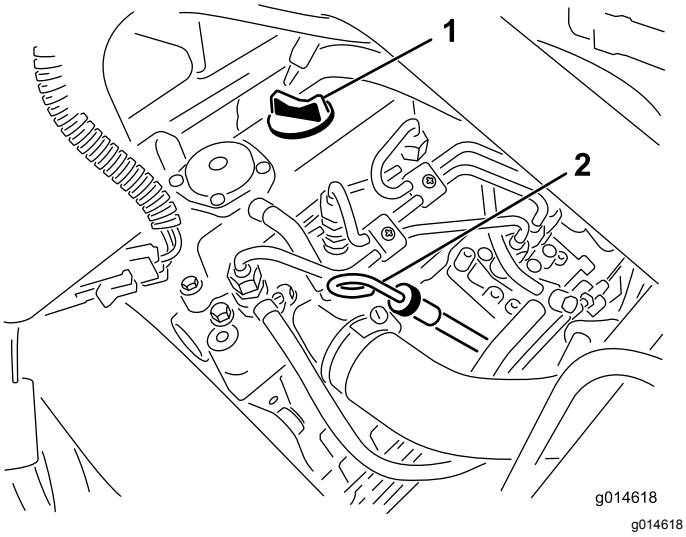

Figur 25
2. Fjern målepinden, og aftør den med en ren klud (Figur 25).